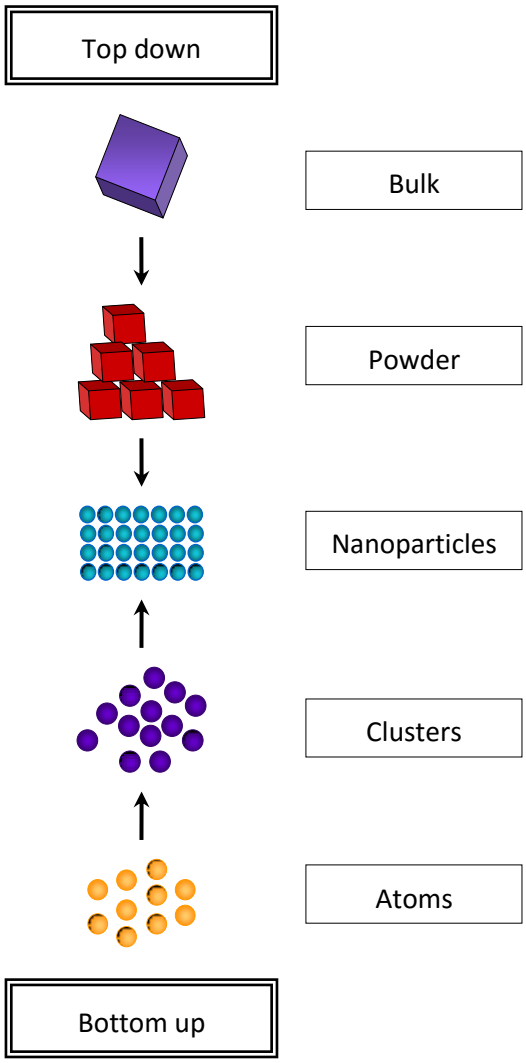

Figure 6.7: Approach to nanoparticles construction
5.1 Name all elements in the picture presented below (Fig. 6.7):